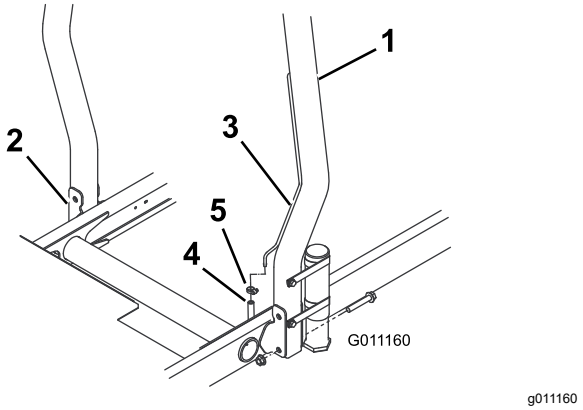

**Figur 12**
1. Senk veltebøylen på trekkenhetens monteringsbraketter på linje med monteringshullene. Kontroller at utluftingsslangen på veltebøylen er på venstre side av maskinen (Figur 12).
2. Fest hver side av veltebøylen til monteringsbrakettene med to flenshodebolter og låsemuttere (Figur 12). Trekk til festene med et moment på 81 N·m.